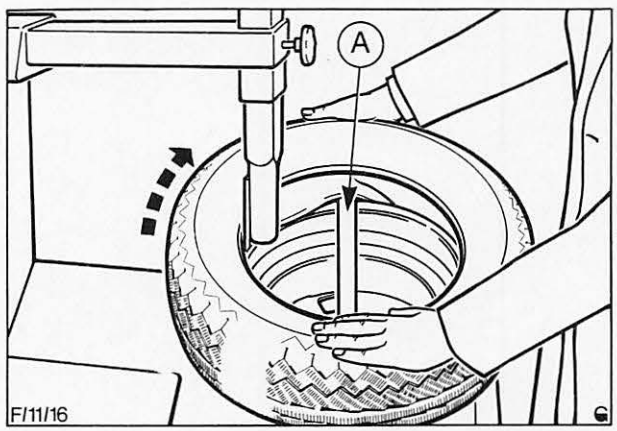

Abb. 13 A = Zusätzlicher Reifenhebel, der verhindern soll, daß die Laufdeckenwulst wieder über den Felgenkranz rutscht
3. Reifen von der Felge abziehen, Abb. 13. Altes Ventil abschneiden.